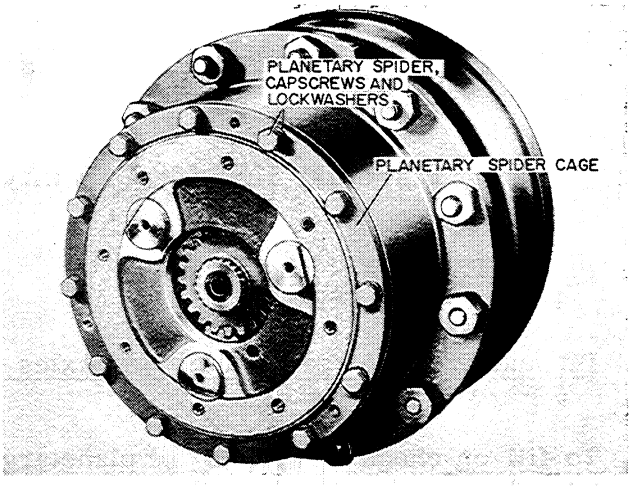

Figure U-61
4. Place a new gasket onto the spider cage, then install the spider and pinion assembly into the ring gear and around the sun gear, Figure U-61. Install the spider to planetary housing cap screws and torque evenly to -